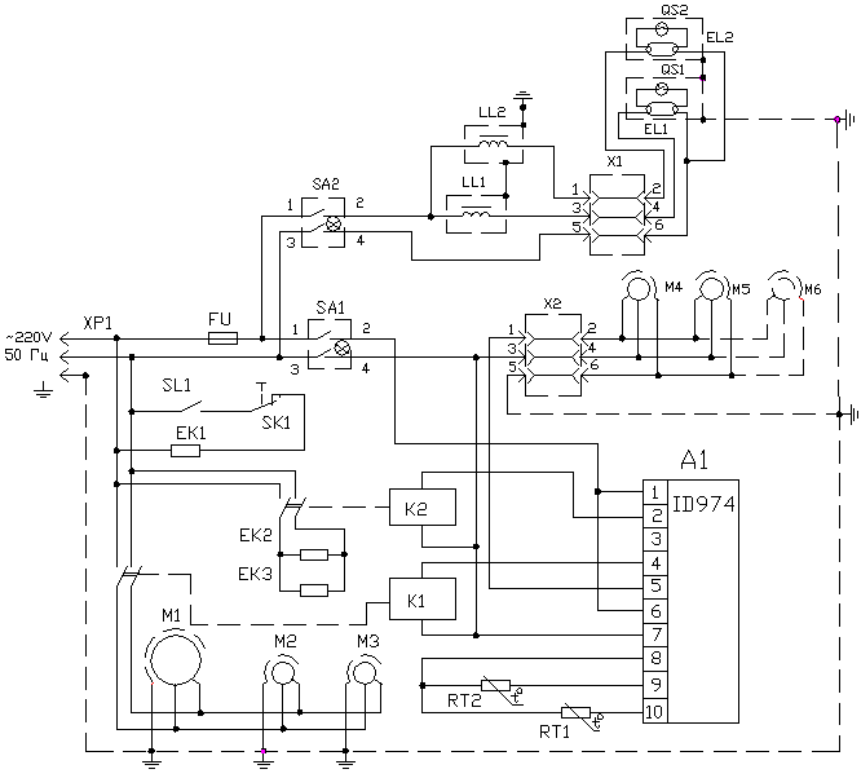

Рис. 3. Схема электрическая принципиальная для витрин холодильных пристенных серии Виолета
6.6. Схема электрическая принципиальная показана на рис. 3.